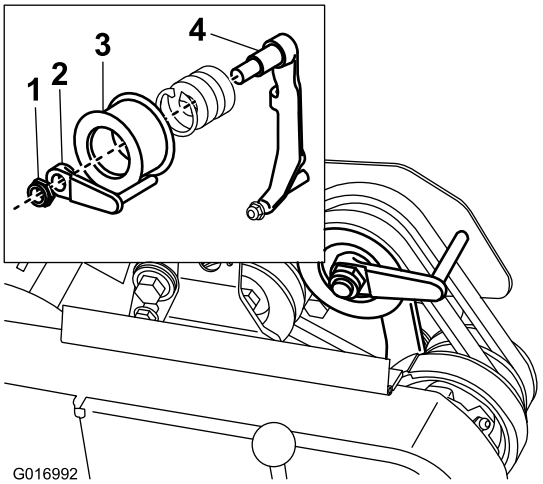

**Figur 44**
8. Justera remstyrningen så att det går lättare att skjuta eller dra maskinen utan att starta motorn (Figur 44, infällning) på följande sätt: